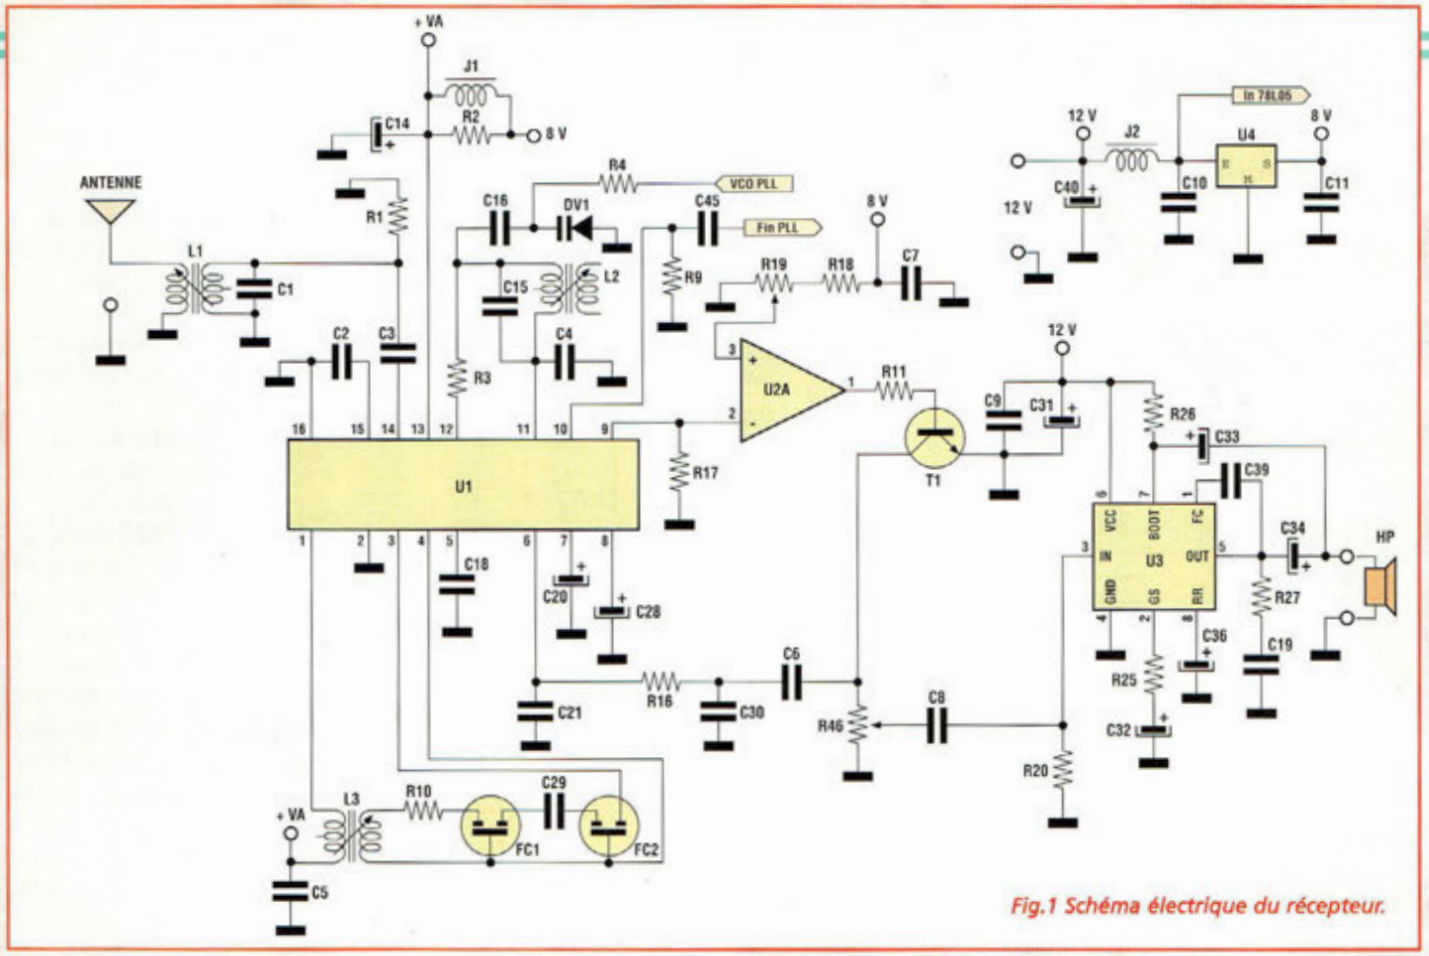

Fig.1 Schéma électrique du récepteur.
En fig.1, 2 et 3 sont reproduits les différents schémas électriques du récepteur. La fig.1 concerne l'étage réception basée sur le TDA 1072A, un circuit intégré récepteur qui couvre le domaine de fréquence compris entre 300 KHz et 50 MHz.
- gestion de l'étage oscillateur local, dont le schéma est reproduit en Fig.1, par le contrôle des données sérielles qui sont destinées au circuit PLL U7 (voir schéma en Fig.2). Cette commande est effectuée via ses ports RA0/RA2.